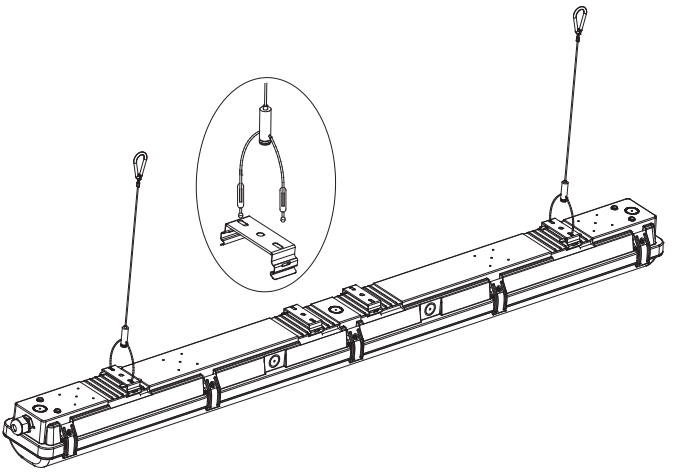

Figure 7
Step 2. Fasten the other end of the installation cable to the fixture bracket (Figure 7).